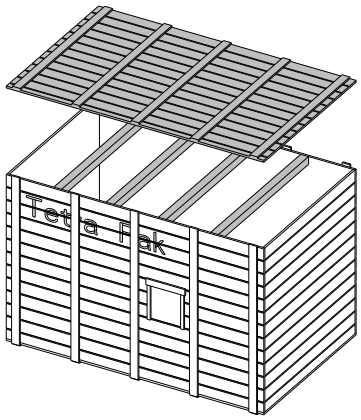

Fig.1
- Remove the top of the crate and the reinforcement cross-beams, see figure 1.